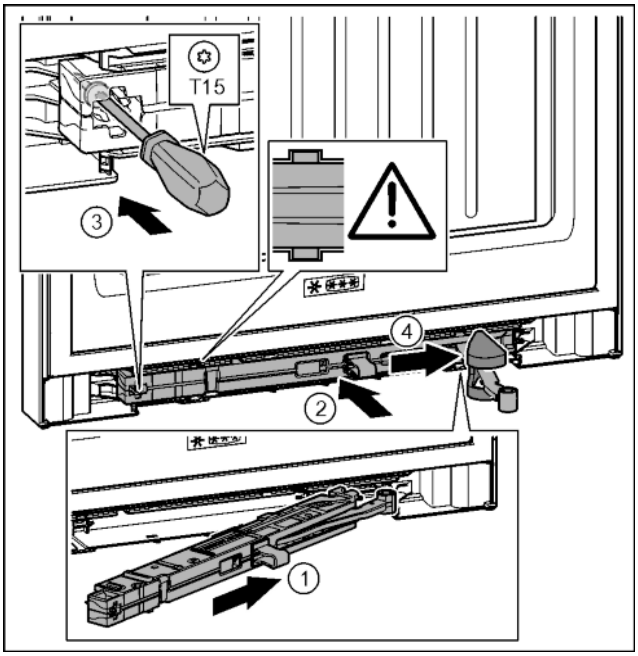

Fig. 42
▶ Schließdämpfereinheit auf der Lagerbockseite bis zum Anschlag schräg in die Aussparung einschieben. *Fig. 42 (1)*
▶ Schließdämpfereinheit vollständig in Aussparung schieben. *Fig. 42 (2)*
▶ Schraube mit einem Schraubendreher T15 festschrauben. *Fig. 42 (3)*
▶ Abdeckung über Gelenk schieben. *Fig. 42 (4)*